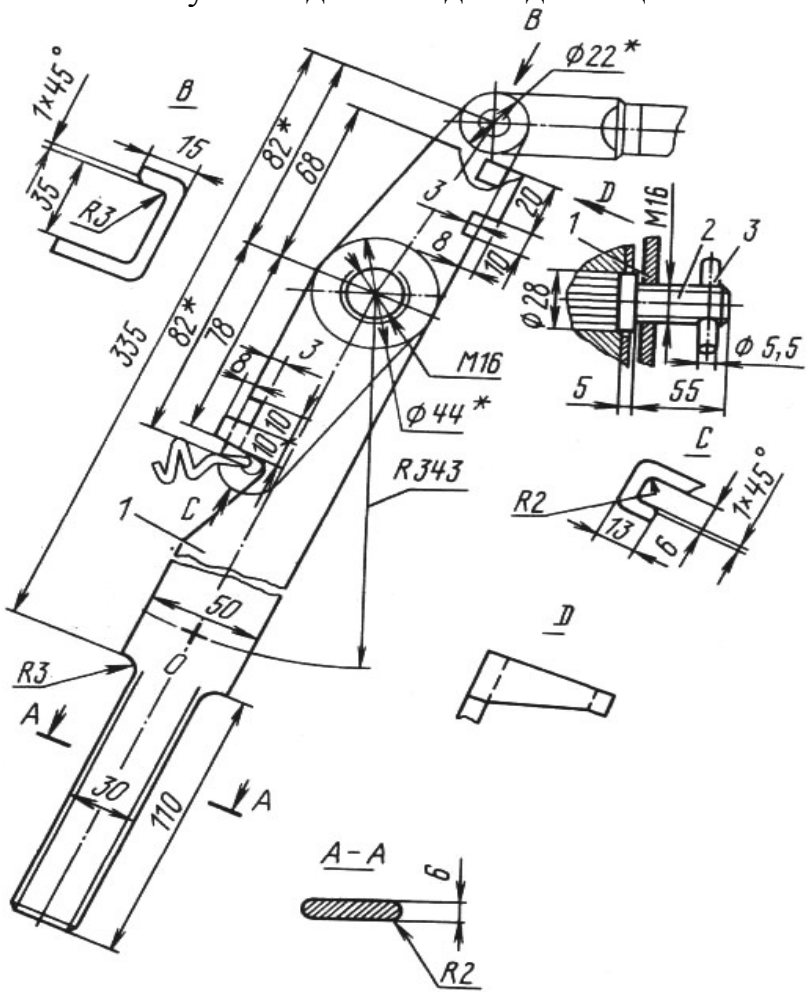

Рис. 6. Ключ специальный для регулировки свободного хода педали сцепления:
- на рычаг 21 надеть специальный ключ (рис. 6) так, чтобы винт 2 уперся головкой в вал выключения сцепления (как показано на рисунке), устранить зазор воротком 3;